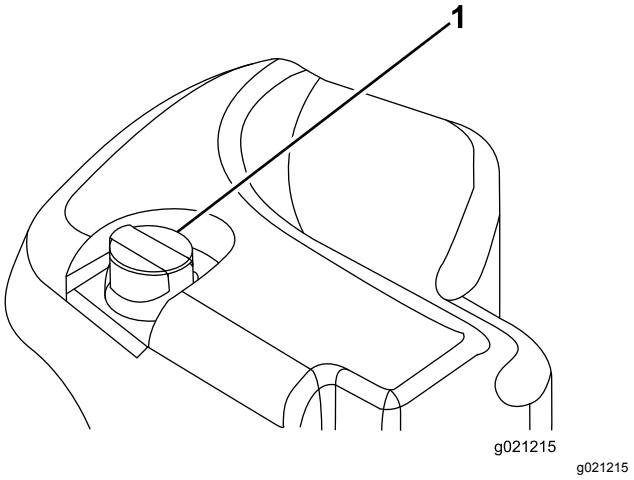

Figuur 64
2. Reinig de omgeving van de vulbuis en de dop van de hydraulische tank (Figuur 64).